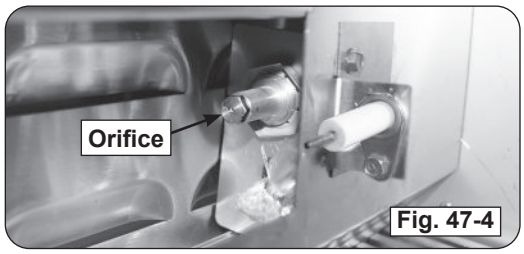

Fig. 47-4
6. Use a $^3/_8$" hex nut driver to remove the exposed orifice (Fig. 47-4). Check orifice. If needed, replace it with the correct orifice for the new gas.